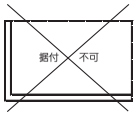

図11
①有効吸込面積［St］が必要吸込面積［Sr］より大きい。
②隣り合う2面の面積（S12、S23、S34、S41）の内で、最小の値が［Sr］の25%以上あること。（図11、12参照）